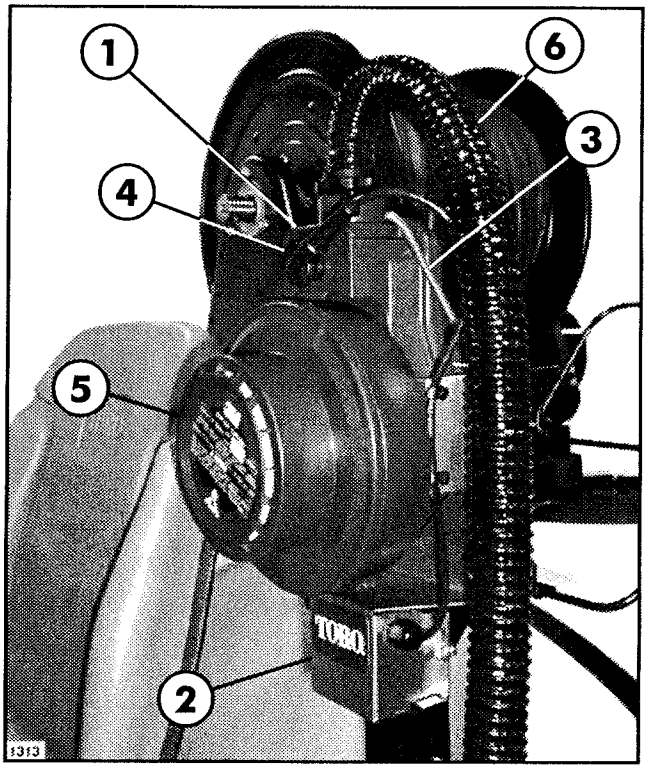

FIG. 6
15. Slide the Motor/Blower Unit into the Vehicle Mount PAPR Assembly and secure using Spring on top of Vehicle Mount PAPR Assembly. See FIG. 6.